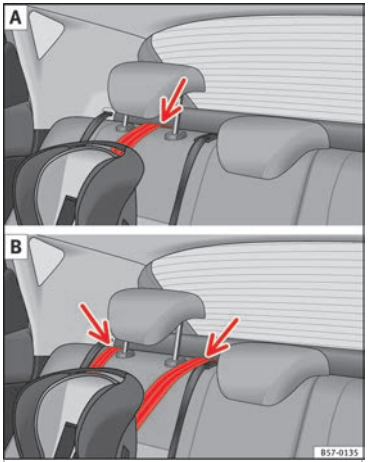

Fig. 33 Retainer strap: adjustment and assembly according to the Top Tether belt.
- Place the belt under the head restraint of the back seat ››› **Fig. 33** (depending on the instructions of the chair itself, lift or remove the head restraint if necessary).